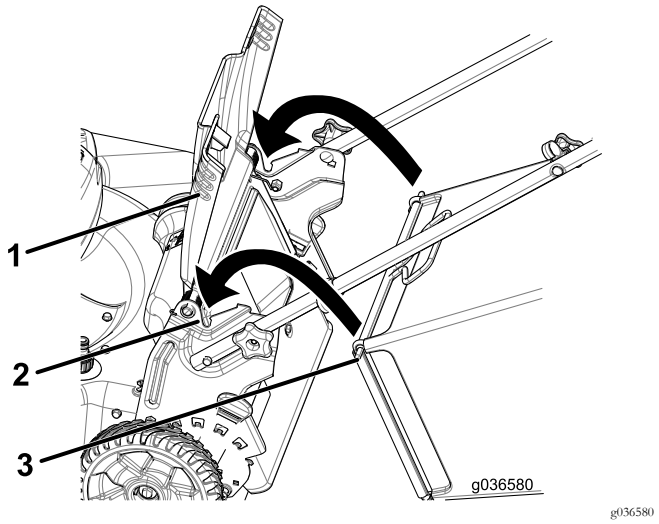

Rysunek 25
1. Podnieś i przytrzymaj w górze tylny deflektor (Rysunek 25).
2. Zamontuj worek na trawę, pilnując, aby bolce worka opierały się o wycięcia w uchwycie (Rysunek 25).